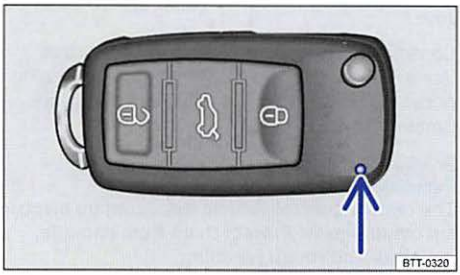

Fig. 18 Indicator light in the remote control vehicle key.
If a button in the remote control vehicle key is pressed briefly, the indicator light ⇒ fig. 18 (arrow) will flash once briefly. If you push and hold a button, it flashes repeatedly.
- Unfold the key bit on the remote control vehicle key ⇒ fig. 18.